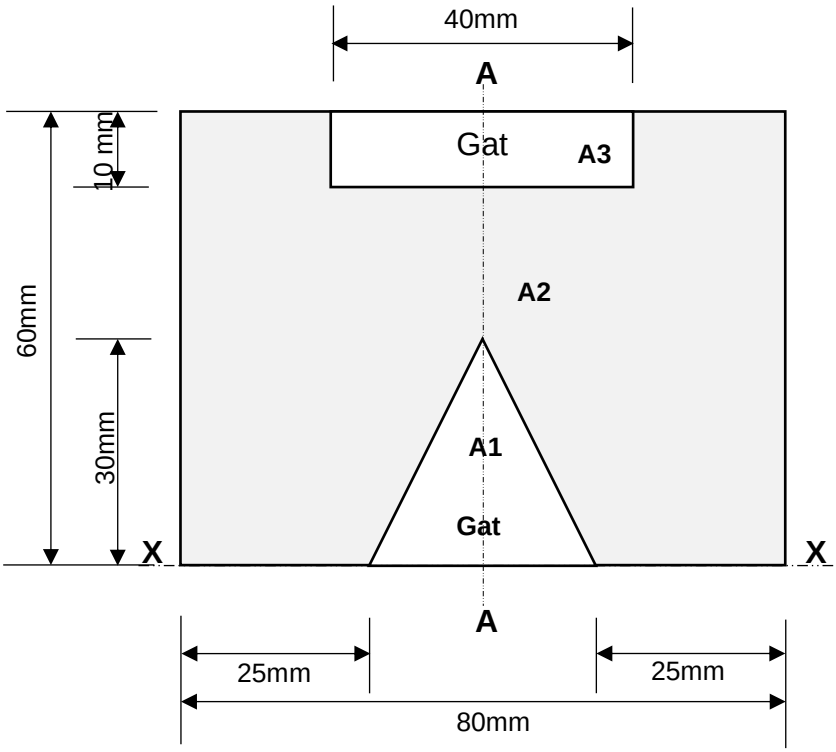

FIGUUR 2
4.1 'n Stuk metaalplaat van eweredige dikte word in FIGUUR 2, DIAGRAM 1 (aangeheg), getoon. Die saamgestelde deursnee is simmetries om A–A. Alle afmetings is in millimeter.